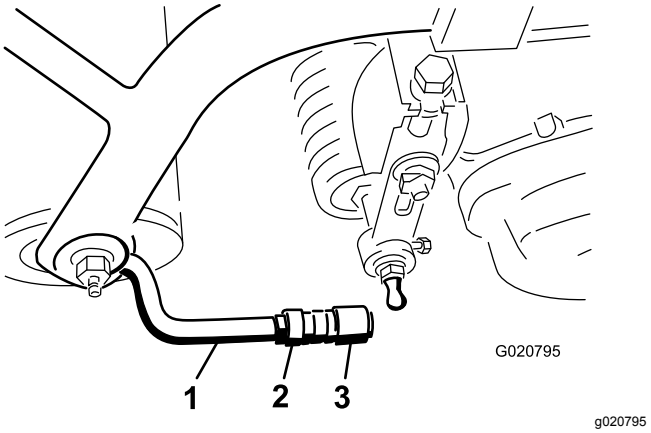

Figuur 9
5. Plaats de moffen in de kogelverbindingen met de open kant van de moffen gecentreerd t.o.v. de halvekogeltap. Draai de contramoeren vast om de moffen op hun plaats te houden (Figuur 9).